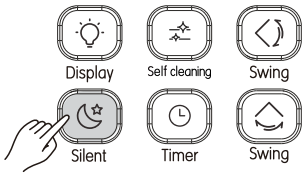

Figure 3.14
1) When the unit is in the Cool or Heat mode, press (see Figure 3.14) to start the Silent function. Screen displays the icon;